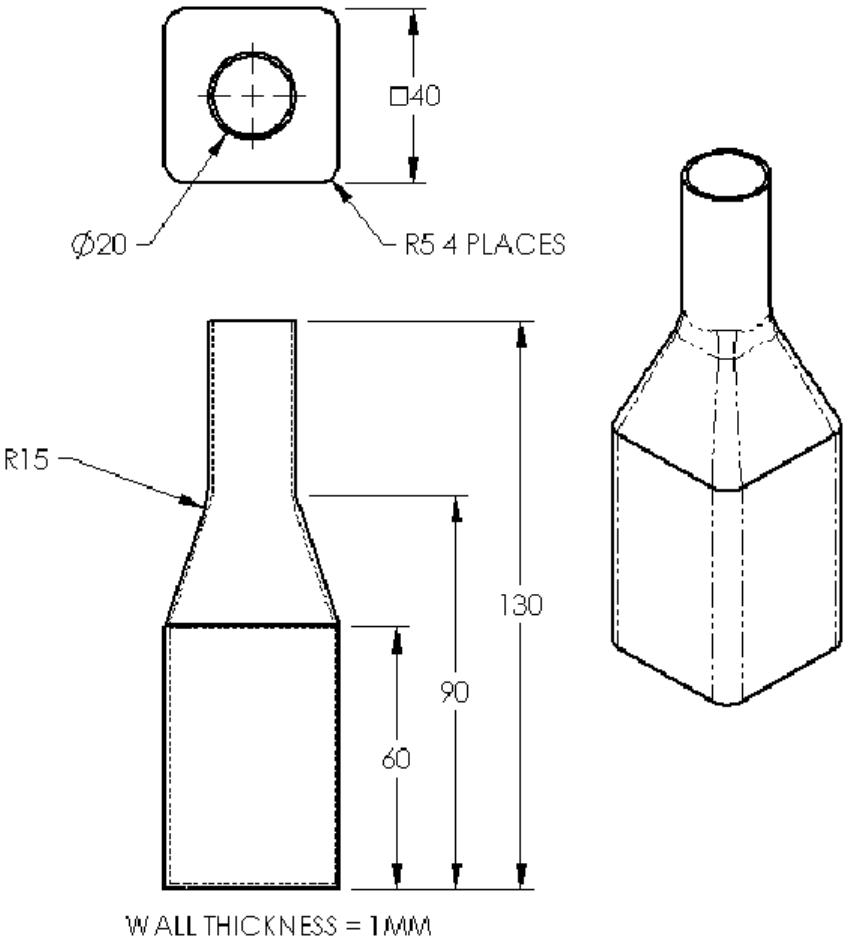

Fig. 26 – Peça a realizar utilizando a *feature Loft* (espessura da parede igual a 1 mm).
12) Realize por *Loft* a peça apresentada na *Fig. 26*.